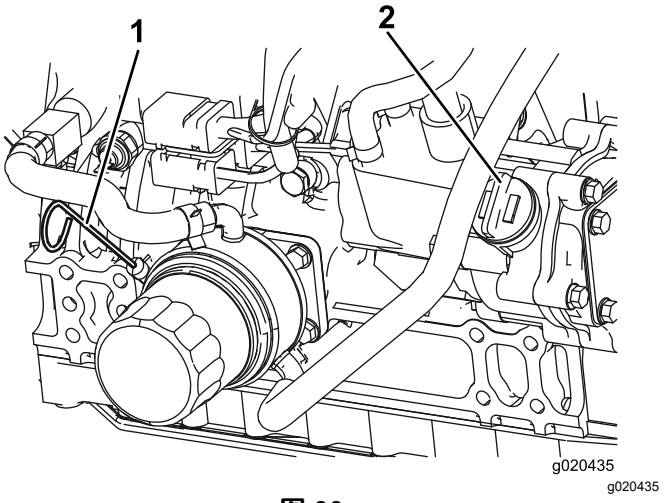

图 90
油位应处于安全范围 (图 90)。
4. 如果油位低于安全范围应取下加油盖 (图 90)添加机油直至油位达到“已满”标记。